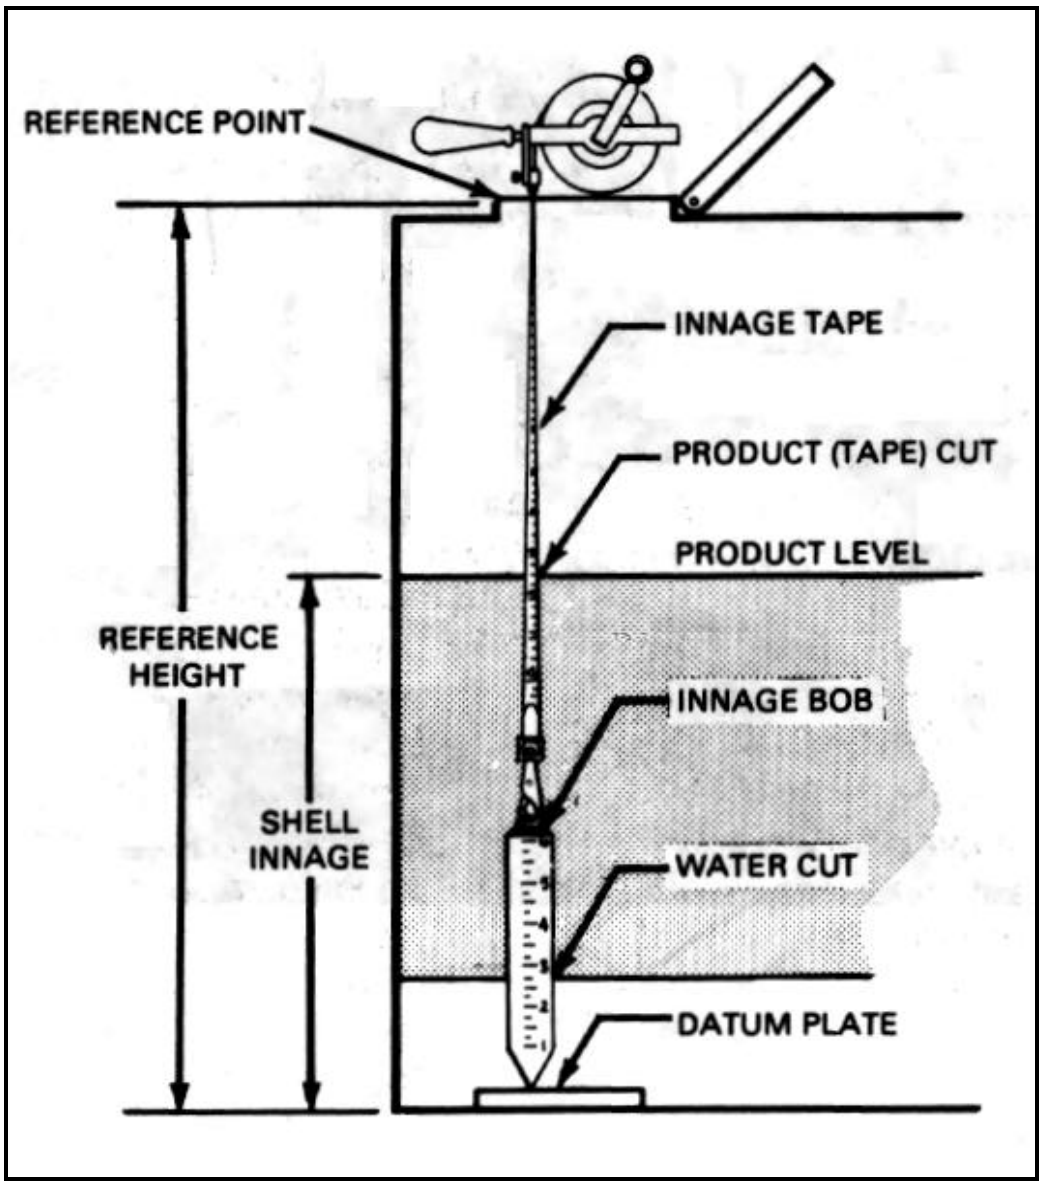

Figure 3-15. Taking an innage reading using an innage tape and bob
• Innage gage. Review the last innage gage sheet posted to determine expected product level before gaging a tank. To get an innage gage using the innage tape and bob, refer to Figure 3-15, page 3-15, and follow the steps below: